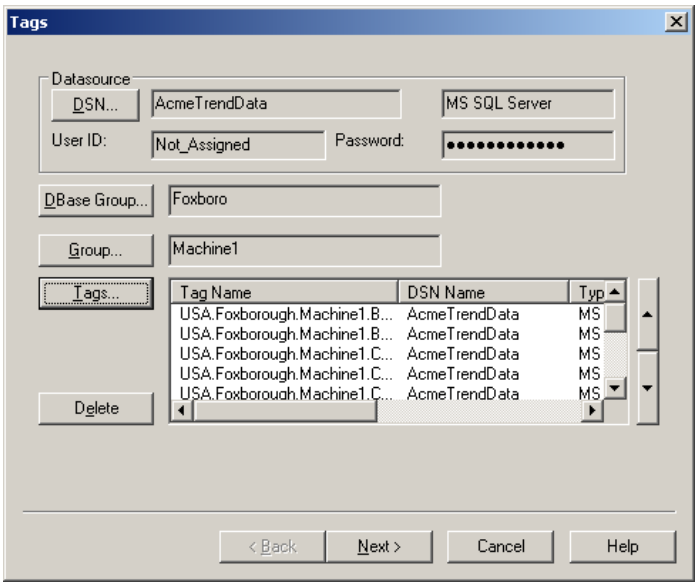

Figure L12.8 - Selected Tags Properties
18. Click on “OK” to return to the **Tags** dialog, as depicted in Figure L12.8.